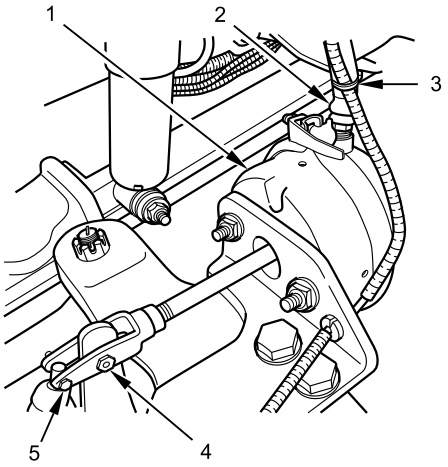

Figure 6. Air Chamber – Automatic Slack Adjuster.
7. With threads from air line hose (Figure 6, Item 2) facing you, apply tape thread sealing compound clockwise around threads.
8. Install air line hose (Figure 6, Item 2) on air chamber (Figure 6, Item 1) and tighten securely.
9. Install large clevis pin (Figure 6, Item 4) and new clip on slack adjuster.
10. Install small clevis pin (Figure 6, Item 5) and new clip on slack adjuster.
11. Install new cable lock straps (Figure 6, Item 3) on air chamber hose line and wire harness.